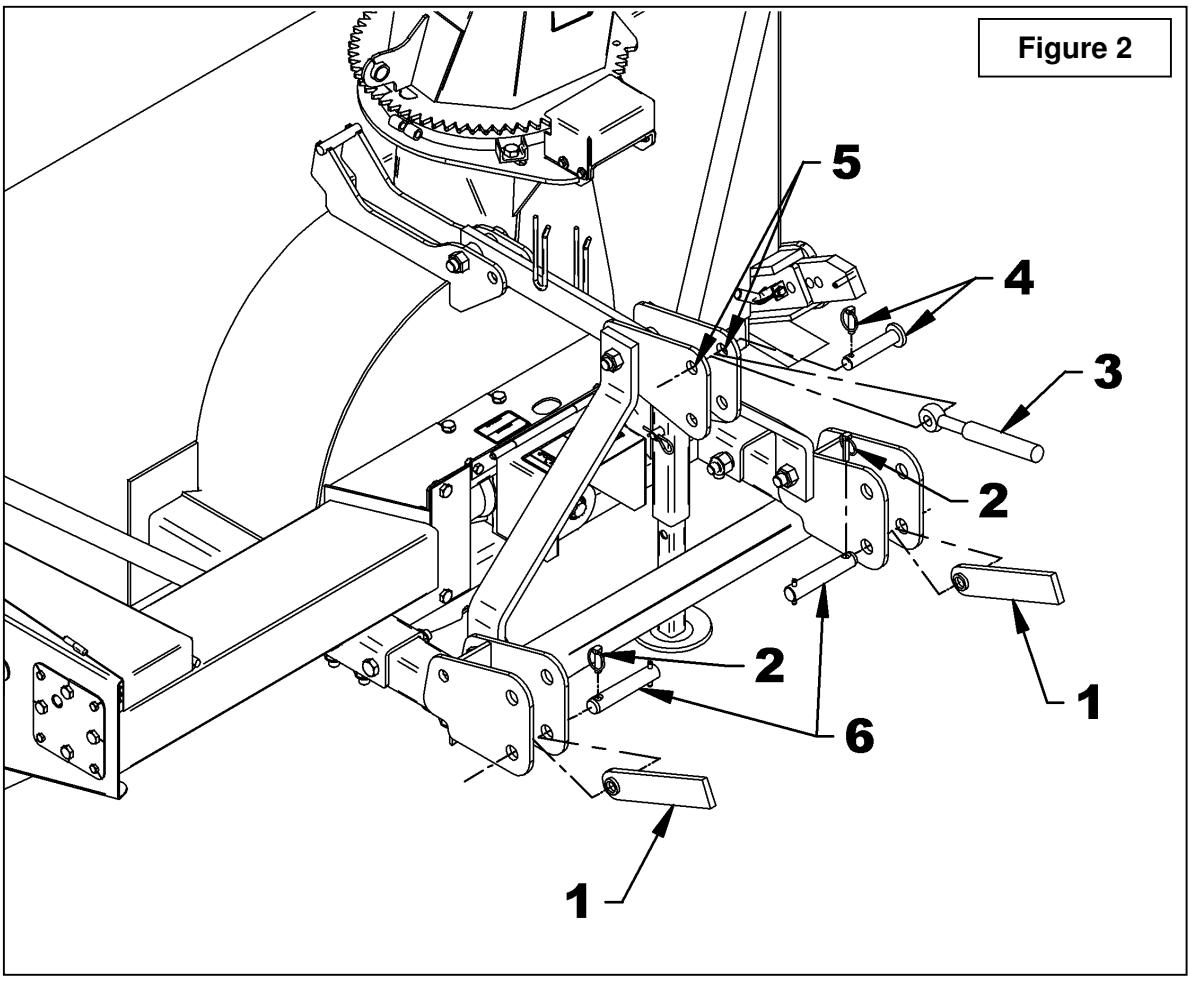

Figure 2
(Figure 2)
1. Pour déterminer la longueur **"L"** de votre modèle de tracteur, il faut d'abord trouver le facteur **"X"** en mesurant la distance horizontale entre le bout de l'arbre de commande du tracteur et le bout de l'arbre entraîné lorsque la souffleuse est en position de transport tel qu'illustré à la Figure 2.